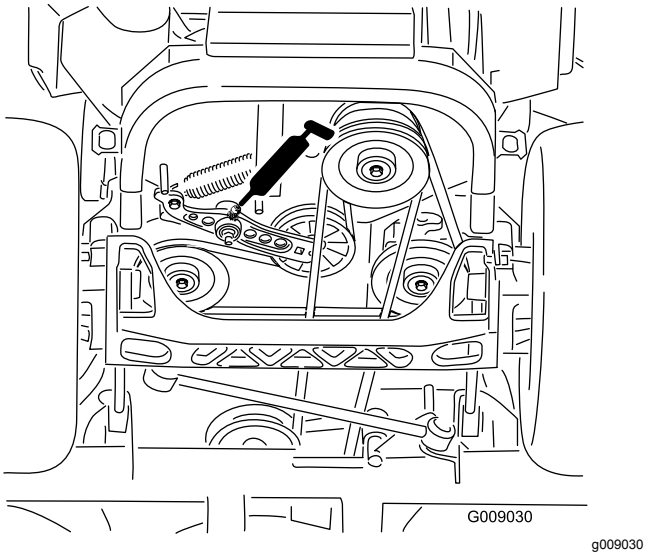

Figur 55
6. Smörj drivremmens mellandrevsarmar (Figur 55).